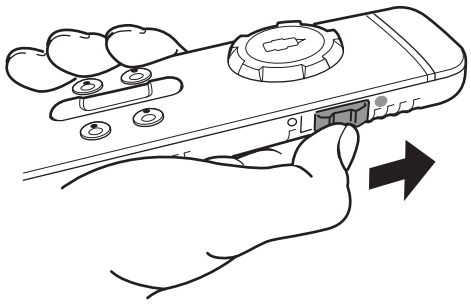

Fig. 14
► Push the side slide switch forwards (Fig. 14). After switching on, the symbol ⏻ flashes in the toolbar for approx. 5 seconds. Then the ⏻ symbol lights up continuously and the manoeuvring system is ready for operation.